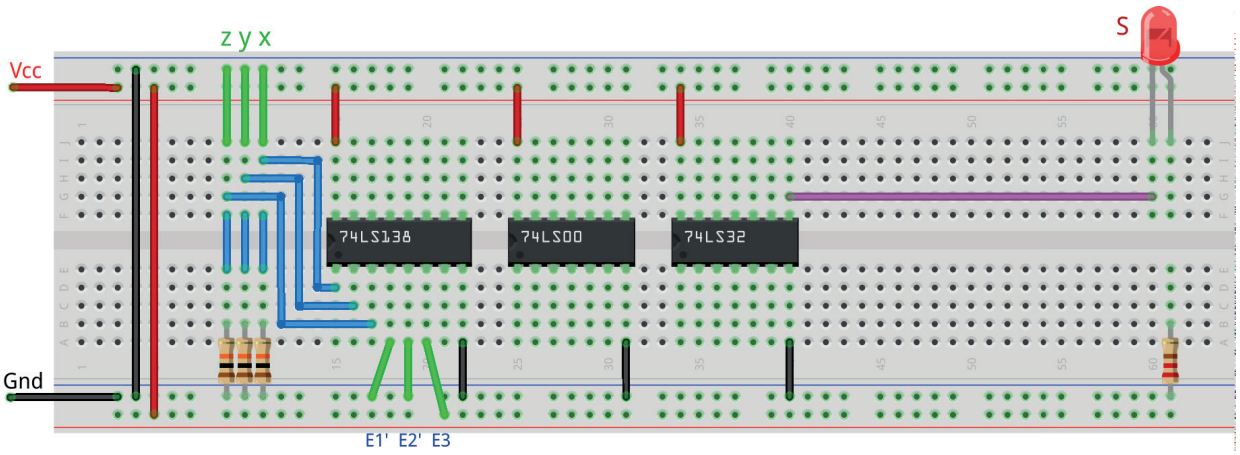

Figura 7.11 – Disposição dos componentes na placa de montagem.
3. Monte o circuito na placa de montagem, conforme figura 7.11.